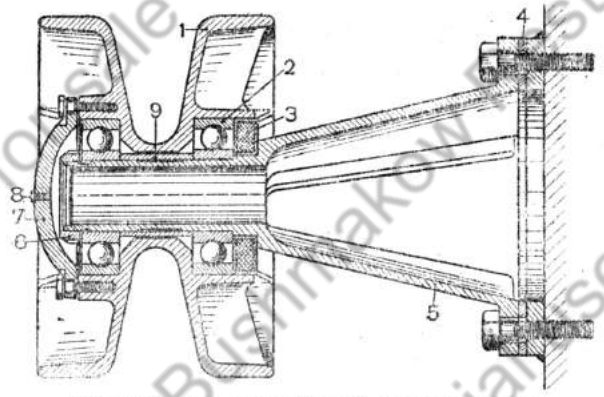

Рис. 203. Поддерживающий каток (разрез):
Поддерживающий каток (рис. 203) состоит из корпуса *1* с впрессованными в него двумя шарикоподшипниками *2*, между которыми установлена распорная втулка *9*. Поддерживающий
2. Отконтрить и отвернуть гайку *6* (рис. 203).